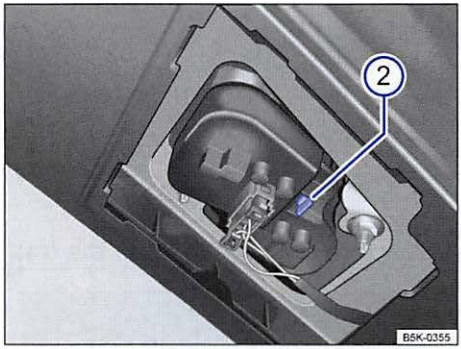

Fig. 173 In the rear hatch: Removing the bulb holder.
4.	Release the latch ⇒ fig. 173 ② to remove the bulb holder.